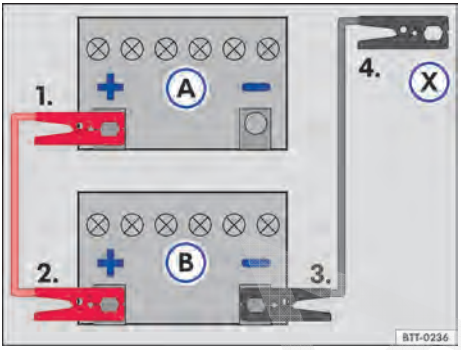

Fig. 177 Esquema para a conexão dos cabos auxiliares de partida: bateria do veículo descarregada Ⓐ e bateria do veículo fornecedora de corrente Ⓑ.
Legenda para → Fig. 177:
– Conectar uma extremidade do cabo auxiliar de partida *vermelho* ao polo positivo → Fig. 177 ⊕ do veículo com a bateria do veículo descarregada Ⓐ → ⚠.
– Conectar a outra extremidade do cabo auxiliar de partida *vermelho* ao polo positivo (+) da bateria do veículo fornecedora de corrente (B).
– Conectar uma extremidade do cabo auxiliar de partida *preto* ao polo negativo (-) da bateria do veículo fornecedora de corrente (B).
– Conectar a outra extremidade do cabo auxiliar de partida *preto* (X) no veículo com a bateria do veículo descarregada em uma peça maciça de metal aparafusada firmemente ao bloco do motor ou no próprio bloco do motor - porém não nas proximidades da bateria (A) → ⚠.